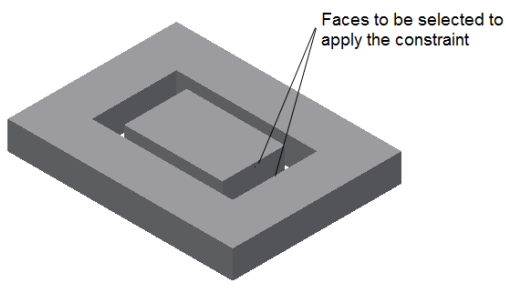

Figure 18-38 *Faces selected to apply the Mate constraint*
10. Now, change the display type of both the plates to **Shaded** and apply the Mate constraint with an offset value of 10 mm between the selected faces, as shown in Figure 18-38. Also, you will see that the size of the Inner Plate is reduced in order to fit inside the cavity of the Outer Plate. This is because of the adaptive property of the Inner Plate.